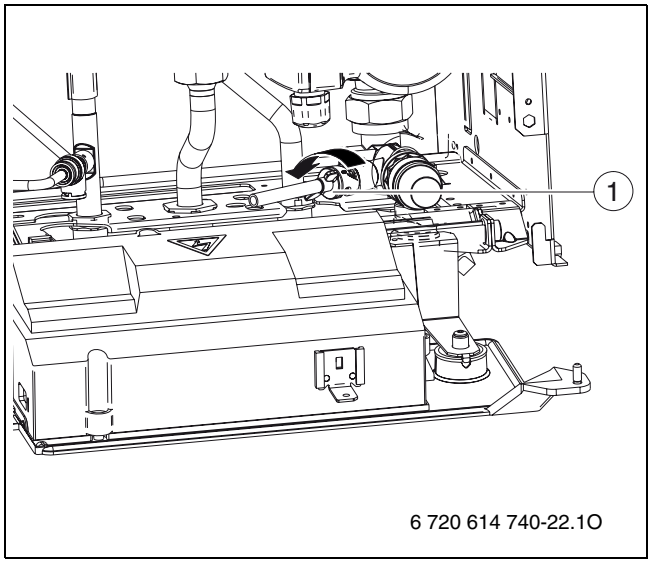

Bild 38
- Entleerhahn (→ Bild 38, [1]) öffnen und Heizungswasser über den angeschlossenen Schlauch ableiten.